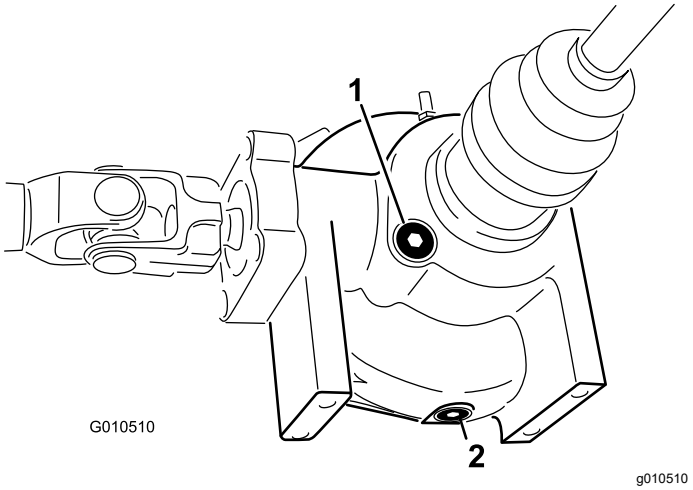

Figuur 53
2. Reinig de omgeving van de aftapplug op de zijkant van het differentieel (Figuur 53).